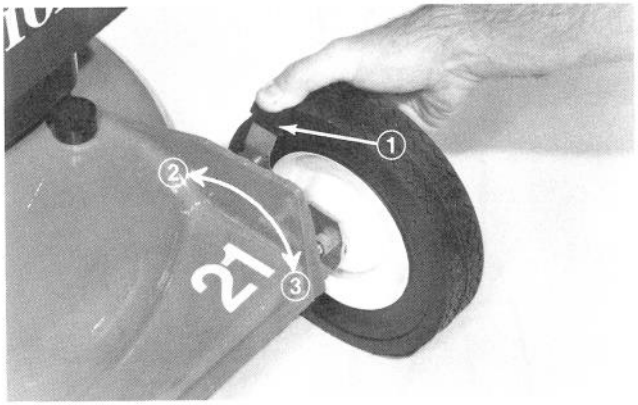

Afbeelding 7
Maaihoogte-afsteller (Afb. 7) – De afsteller regelt de maaihoogte van de maaier.
De maaihoogte is verstelbaar van ongeveer 25 tot 76 mm. in trappen van 13 mm. en de ingeslagen letters in de huizing vertegenwoordigen elk een gegradueerde trap (Afb. 7).
2. Plaats de duim tegen de maaihoogte-afsteller en de vingers aan de buitenkant van het wiel (Afb. 7).